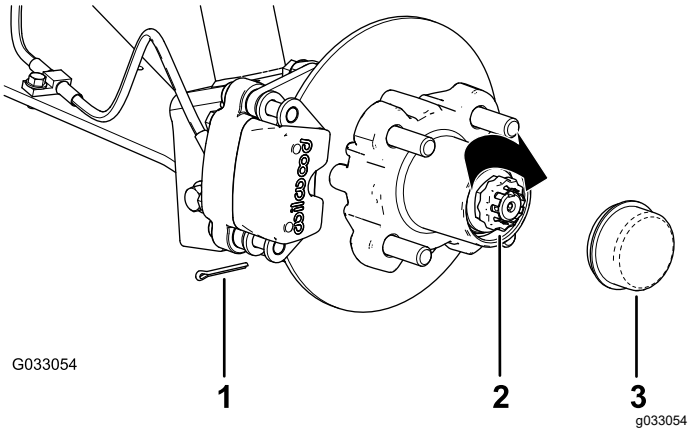

Figur 28
8. Montera hållaren över muttern och kontrollera inriktningen mellan skåran i hållaren och hålet i spindeln för saxpinnen (Figur 28).
9. Montera saxpinnen och böj benen runt hållaren (Figur 28).
10. Montera dammkåpan på navet (Figur 28).